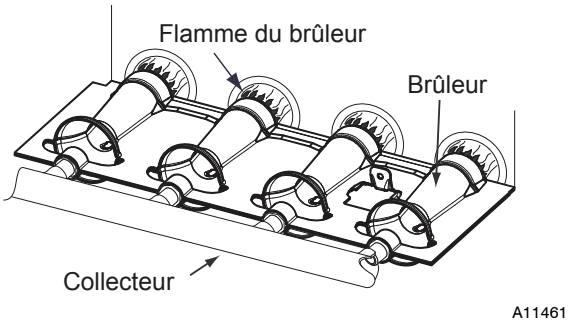

Fig. 61 - Flamme du brûleur
11. Vérifiez le fonctionnement de la chaudière sur 2 cycles de chauffage complets. Inspectez les brûleurs. La flamme du brûleur doit être d'un bleu clair, presque transparent. Consultez la fig. 61.